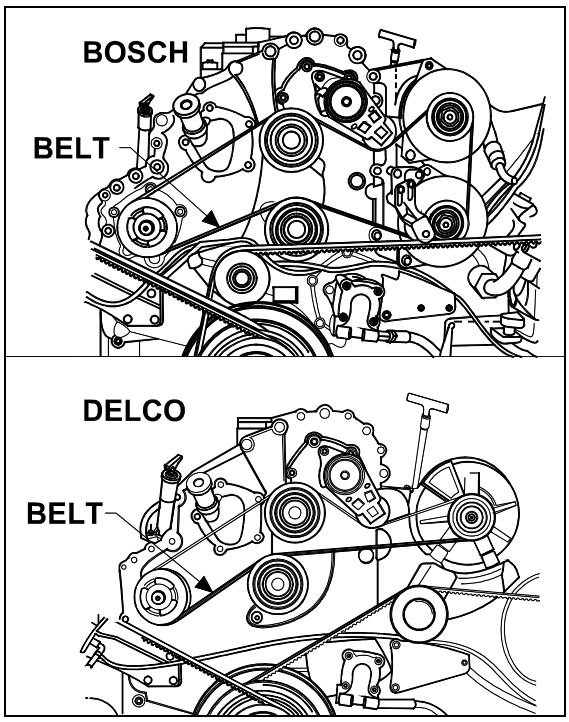

FIGURE 40: ALTERNATOR DRIVE BELT 06407
1. Insert a ¾'' socket drive into one of the tensioning arm opening (Fig. 40).